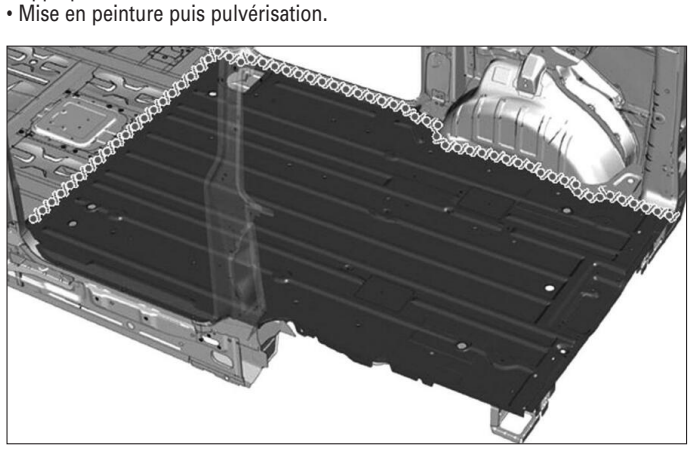

**FIG. 96**
• Appliquer une couche d'impression phosphatante sur la zone mise à nue **(Fig.96)**